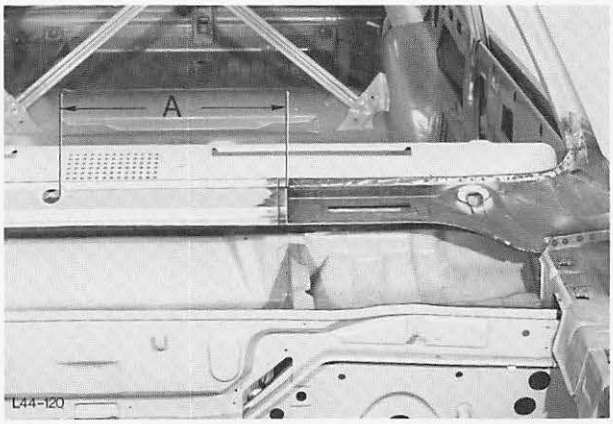

Abb. 120 Maß „A“ des Neuteils ermitteln
6. Maß „A“ am ausgetrennten Teil – Windlauf (am Fahrzeug) ermitteln, Abb. 120.